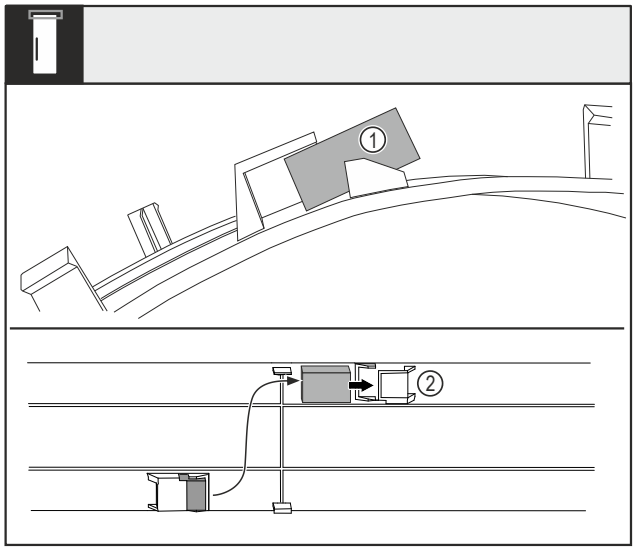

Fig. 6
▶ Abdeckung biegen und Türmagnet *Fig. 6 (1)* aus dem Nest herausziehen.
▶ Türmagnezt ins andere Nest *Fig. 6 (2)* einschieben.